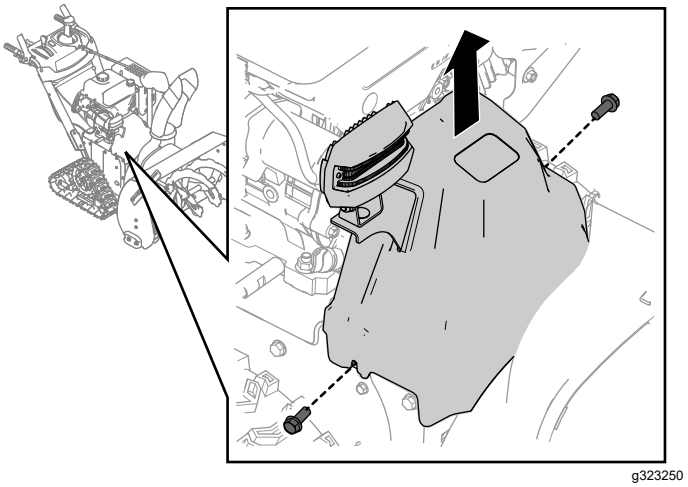

Figure 30
1. Enlevez les 2 vis de fixation du protège-courroie (Figure 30).
2. Déposez le protège-courroie (Figure 30).